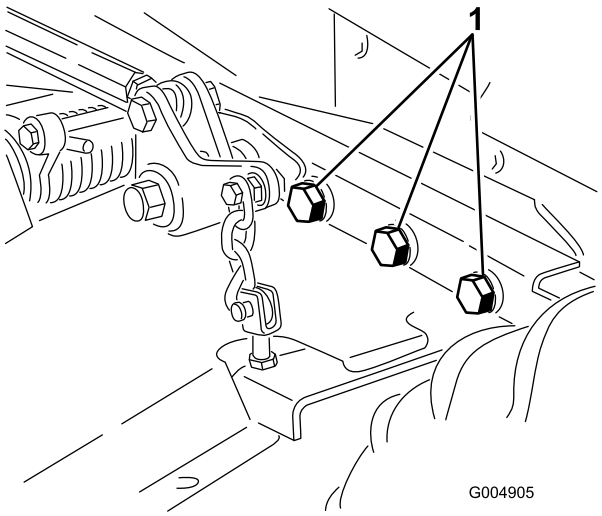

Figura 62
4. Compruebe que todos los herrajes están bien apretados; apriételos si es necesario. Apriete los 6 pernos que fijan el bastidor de la carcasa del cortacésped a la unidad de tracción (Figura 62) a 359 N·m.